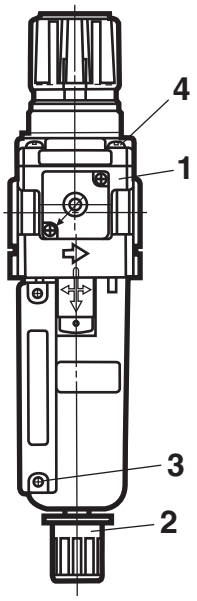

Figure 1
4) Samples: Parts for AF and AW30 (See Figure 1.)
- Part descriptions: 4 parts (1) Body (2) Drain cock (3) Small screw for level gauge (4) Bonnet screw